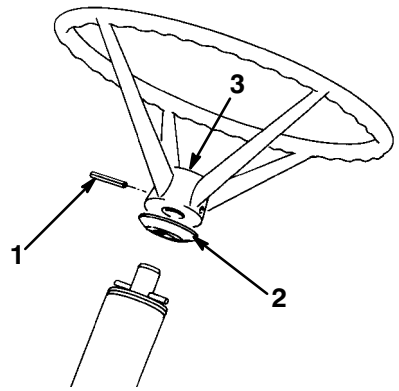

Bild 3
2. Führen Sie das Distanzstück soweit auf die Lenksäule, bis die Rille im Distanzstück über den Rollstift in der Welle passt (Bild 3).
3. Ziehen Sie das Lenkrad auf die Lenksäule auf und fluchten das Lenkrad-Befestigungsloch mit dem der Lenksäule aus (Bild 3). Das Toro-Logo am Lenkradeinsatz muss von der Fahrerposition aus lesbar sein.
5. Treiben Sie den Rollstift so weit ein, dass er mit der Außenseite des Lenkrads bündig ist (Bild 3).